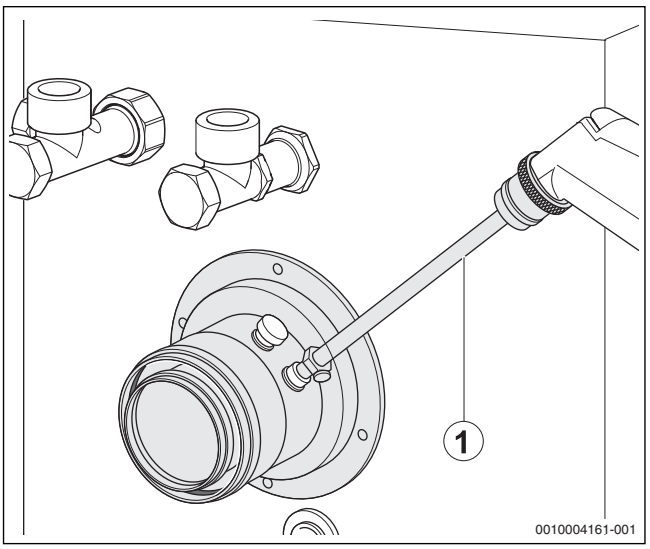

Bild 54 Messwerte aufnehmen
- ▶ Messfühler durch die Messöffnung (→ Bild 54, Seite 30) im Abgasrohr in den Kernstrom halten und CO_2-Gehalt kontrollieren.
- Messfühler durch die Messöffnung (→ Bild 54, Seite 30) im Abgasrohr in den Kernstrom halten und CO_2-Gehalt kontrollieren.